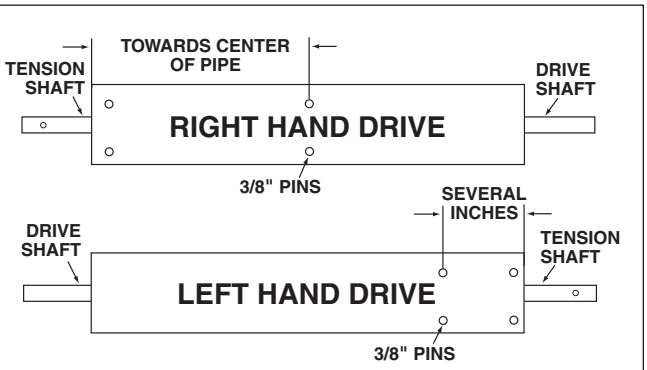

FIGURE 7a
SPRING CONFIGURATION—See Figure 7a.
- At tension end of barrel the bearing assembly may be pinned to the barrel as shown in Figure 7a, or the bearing assembly may be welded into end of barrel.